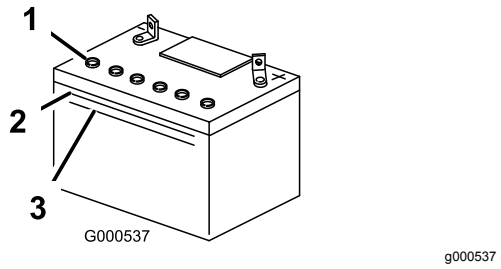

**Figuur 43**
1. Kijk aan de zijkant van de accu. Het zuurpeil moet tot aan de **bovenste** streep staan (Figuur 43). Het peil mag niet niet onder de onderste streep komen (Figuur 43).
3. Verwijder de vuldoppen van de accu (Figuur 43).
4. Giet langzaam gedistilleerd water in elke cel van de accu totdat het zuurpeil de bovenste streep (Figuur 43) op de accubehuizing bereikt.
5. Wacht na het bijvullen van de accucellen 5 tot 10 minuten. Vul indien nodig gedestilleerd water bij totdat het zuurpeil de bovenste streep (Figuur 43) op de accubehuizing bereikt.